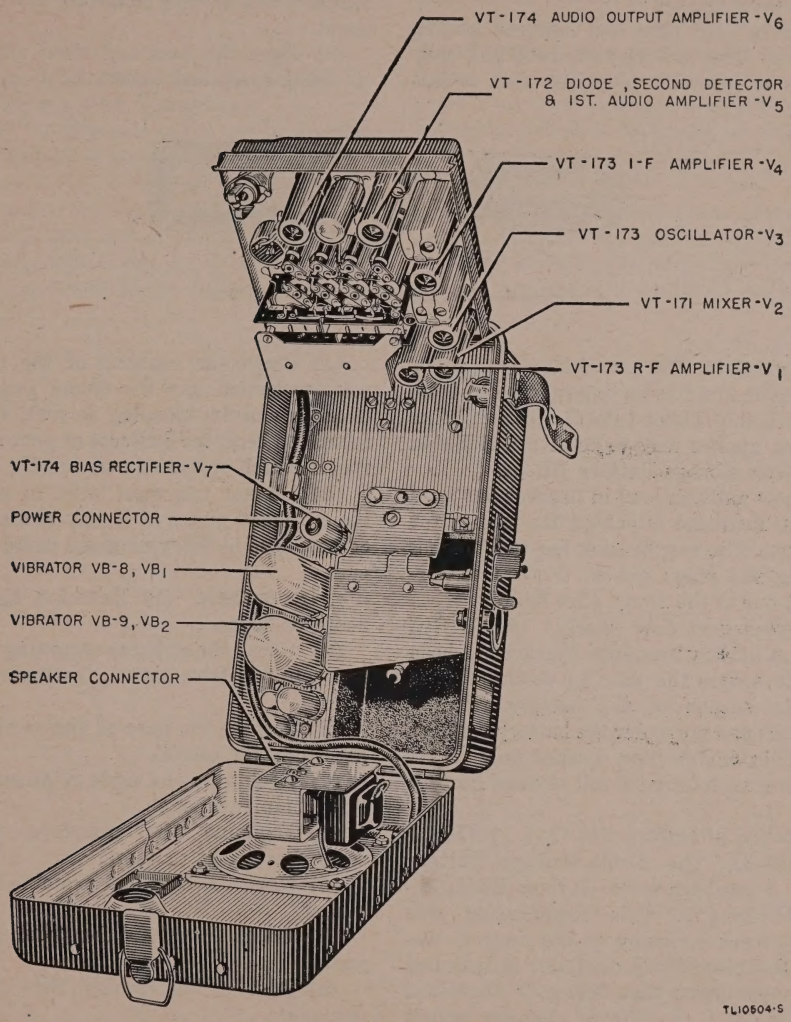

Figure 4. Radio Receiver BC–728–(*), interior View Showing plug-in parts.
6. Removal of Vibrators, Connectors, and Tubes (fig. 4)